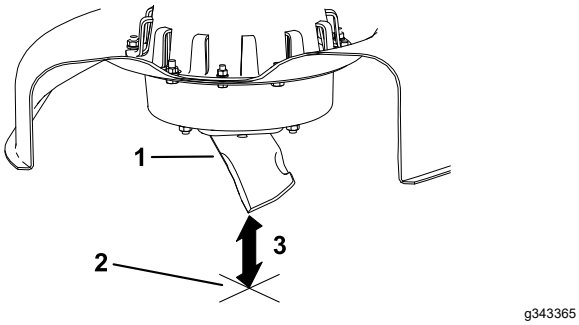

Figur 30
3. Mål fra knivtuppen til den flate overflaten (Figur 30).